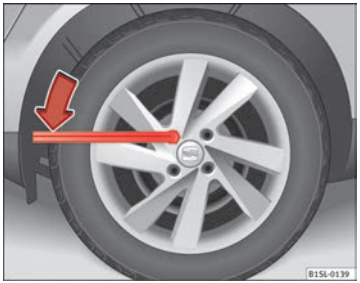

Fig. 136 Changing the wheel: Slacken the wheel bolts.
- Fit the wheel brace as far as it will go over the wheel bolt ⇒ fig. 136.